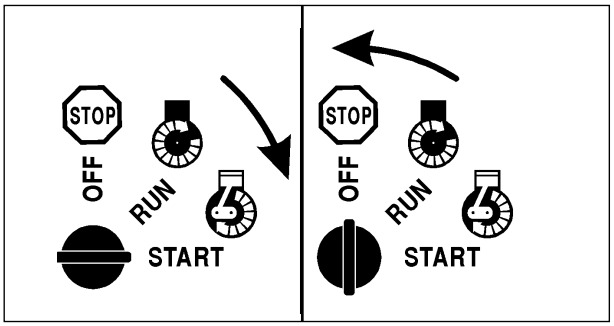

*Fig. 18*
6. Turn the ignition key to START position (Fig. 18) release it immediately when the engine has started (Fig. 18). Continuous cranking of more than 15 seconds per minute can cause the starter to overheat. Allow the starter to cool down two minutes after cranking of more than 15 seconds.
Lights are switched on with the switch (fig. 11, c) if the key is on position (fig. 18).